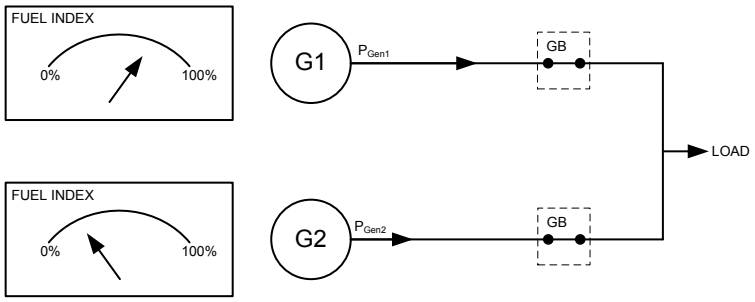
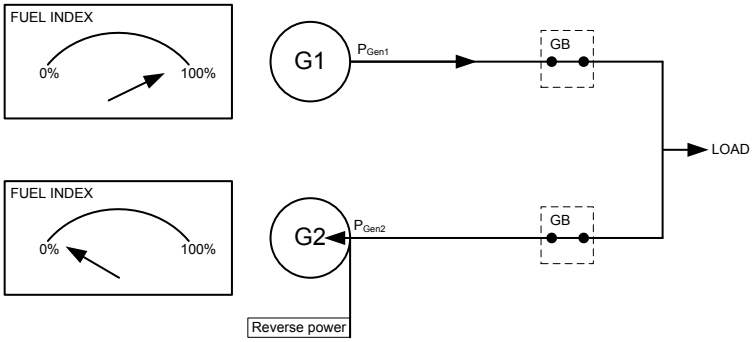

图 1，正频差
图 2，负频差
新接入的发电机组将其断路器合闸后，将承担一部分负载（具体取决于燃油机架的实际位置）。下图 1 说明了在特定的*正*频差处，运行的新接入的机组将*输出* 功率至负载。下图 2 说明了在特定的*负*频差处，运行的新接入的机组将*接收*来自原有机组的功率。这种现象叫做*逆功率*。
10.4.1 流程图 1，GB 处理
10.4.2 流程图 2，TB 处理（选项 G5）